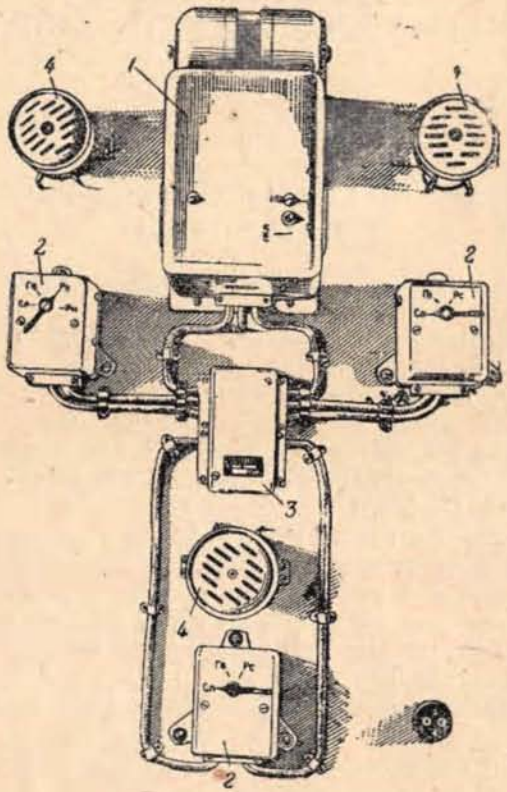

Рис. 73. Общий вид самолетного переговорного устройства СПУ-3бис: *1*—усилитель СПУ; *2*—три абонентских аппарата; *3*—соединительная колодка; *4*—три сирены
3. *Комплект* самолётного переговорного устройства (рис. 73) состоит из: